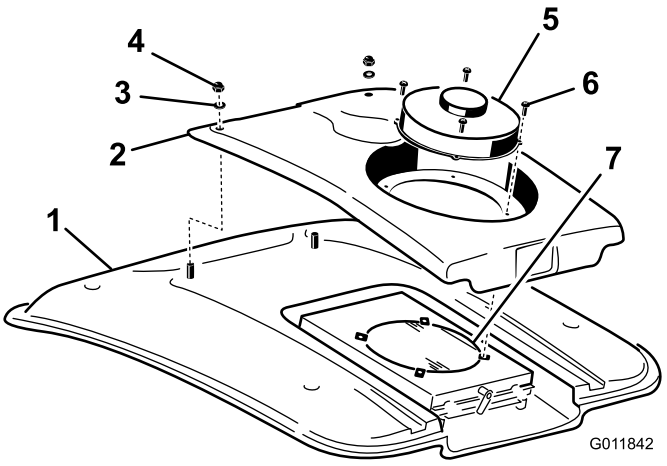

Figur 73
2. Afmonter de 4 skruer, som fastgør ventilatoren og kondensatordækslet på ventilatorenheden (Figur 73).
4. Fjern de to møtrikker og spændeskiver, der fastgør det forreste af kondensatordækslet til førerhusets tag (Figur 73).
8. Rengør airconditionkondensatoren grundigt med trykluft (Figur 73).